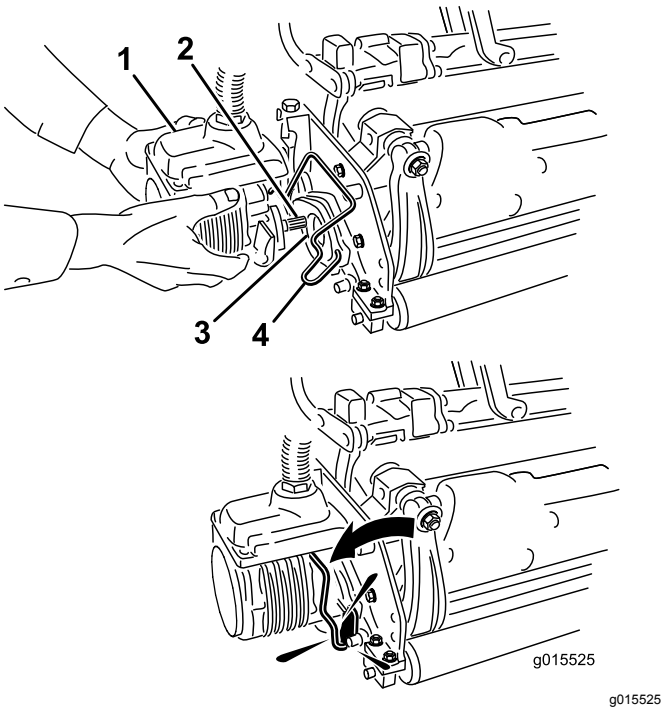

Figur 14
11. Stryk på rent fett på klippenhetsmotorns räfflade axel (Figur 14).
12. För in motorn på vänster sida av klippenheten (sett från förarsätet) och dra motorfäststaget på klippenheten mot motorn tills du hör ett klickljud från båda sidorna av motorn (Figur 14).